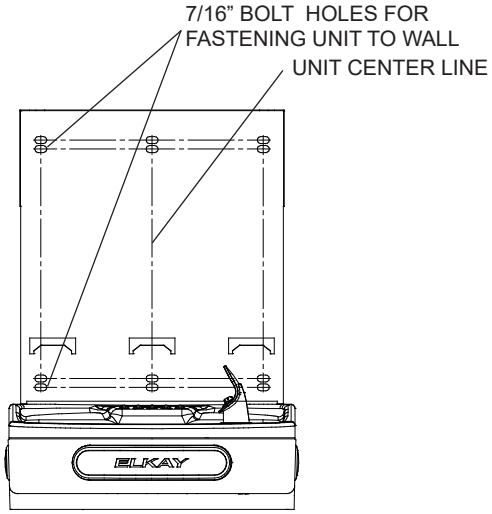

Fig. 4
4) **Install wall mounting plate** to wall using six (6) 7/16" obround mounting holes (mounting bolts not included) (See Fig. 4). Use appropriate fasteners for your wall type.